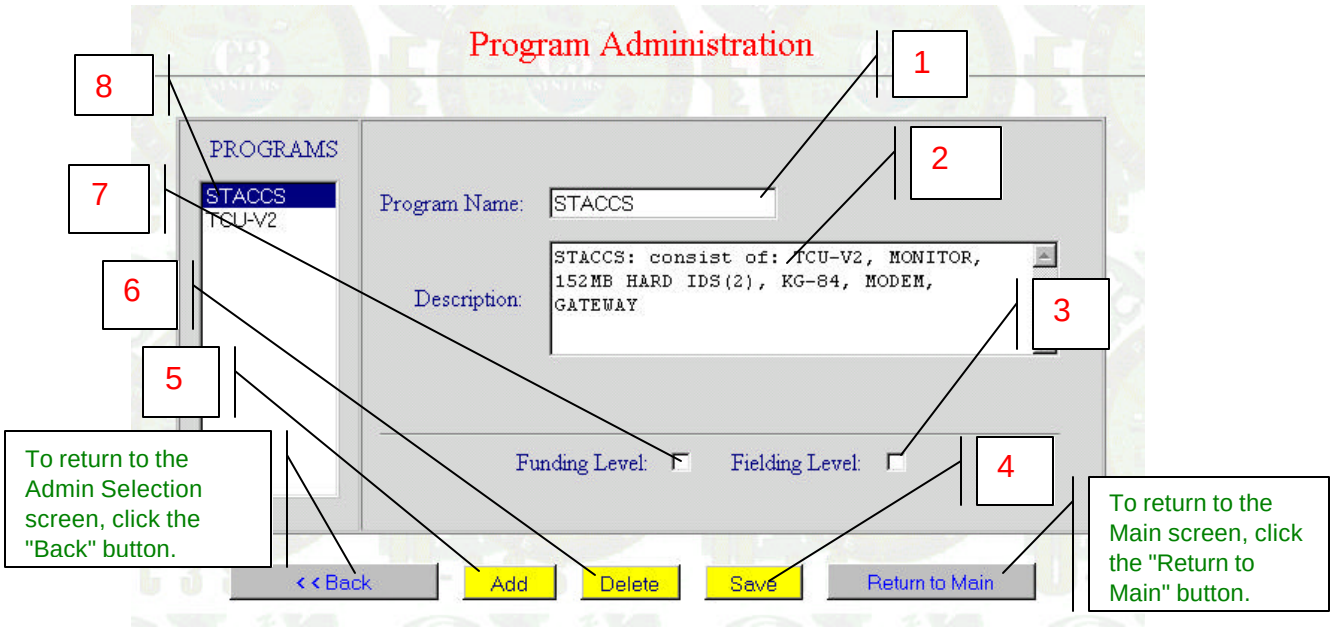
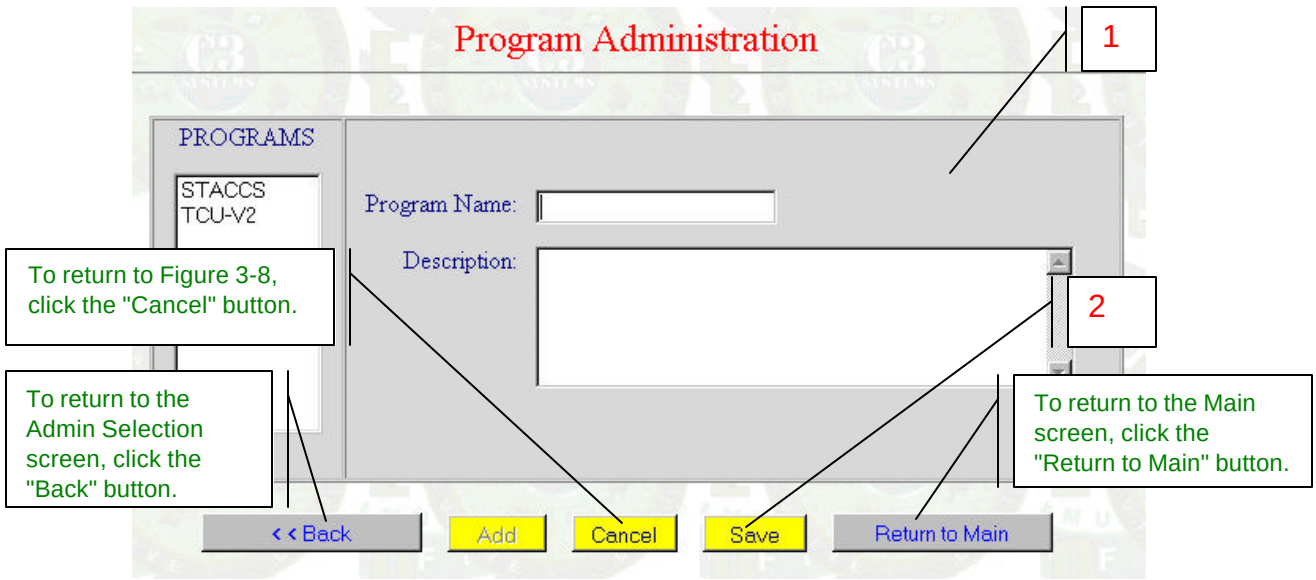

Figure 3-8. Program Administration Screen
Figure 3-9. (Add) Program Administration Screen
b. Click the Next >> button (1), and the Program Administration screen (Figure 3-8) will appear.
The Program Administration screen (Figure 3-8) allows the Administrator to edit, delete or add programs.
c. Select the program that required editing by highlighting the program name under the square title "PROGRAMS" (8, Figure 3-8).
The program name that is highlighted to include the description of the program will appear in the gray box on the right (1 and 2, Figure 3-8).
d. Click in the required text boxes (1 and 2, Figure 3-8), and make changes to the selected program as required.
e. Click the Save button (4) to save the changes.
b. Select the program that required deletion by highlighting the program name under the square title "PROGRAM" (8, Figure 3-8).
c. Click the Delete button (6), and a Program Warning screen will appear.
b. Click the Add button (5, Figure 3-8) and the (Add) Program Administration screen (Figure 3-9) will appear.
c. Type in program information in the gray boxes (1,Figure 3-9) on the right.
To add additional programs, click the Add button (4, Figure 3-8) and Figure 3-9 will re-appear. Type required data in text boxes (1,Figure 3-9) and click the Save button (2, Figure 3-9).